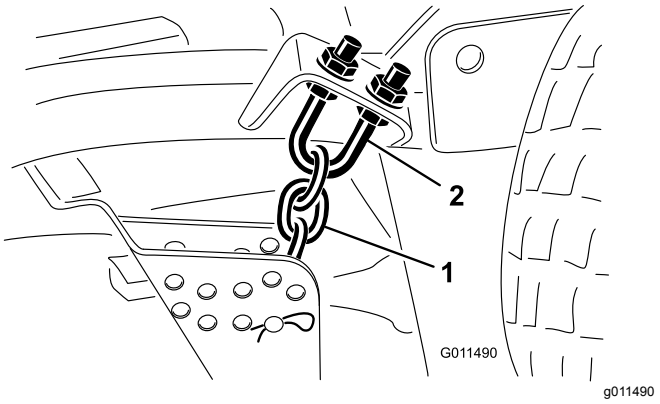

Figuur 82
1. Draai de contramoeren op de bovenkant of de onderkant van de U-bout van de maaihoogteketting los (Figuur 82).